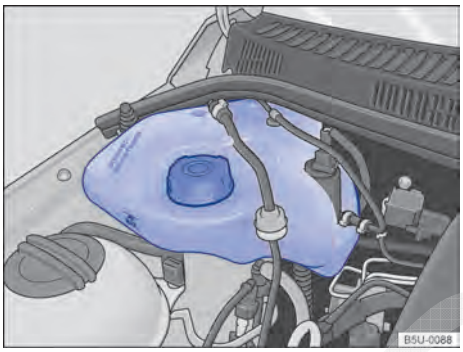

Fig. 130 No compartimento do motor: reservatório de gasolina para o sistema de partida a frio.
O reservatório de gasolina do sistema de partida a frio encontra-se no compartimento do motor, no lado direito → Fig. 130.
– Nunca ultrapassar a marca "MAX" indicada no reservatório → Fig. 130.